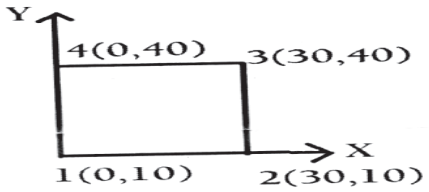

Figure:3
b) For the element shown in figure 3 assemble Jacobin matrix and strain-displacement matrix for the Gauss point (0.7, 0.5). **[10]**